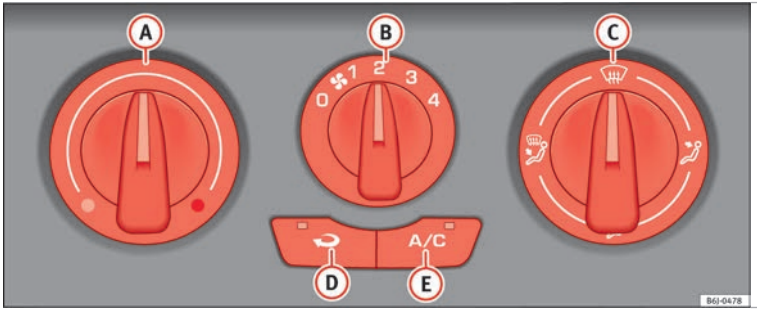

Fig. 128 Air conditioning controls on the dash panel.
– Controls ››› **Fig. 128** (A) and (C) and control (B) regulate the temperature, blower speed and air distribution.
– To switch a function on or off, press the appropriate button (D) or (E). When the function is activated, a red warning light on the button is turned on.